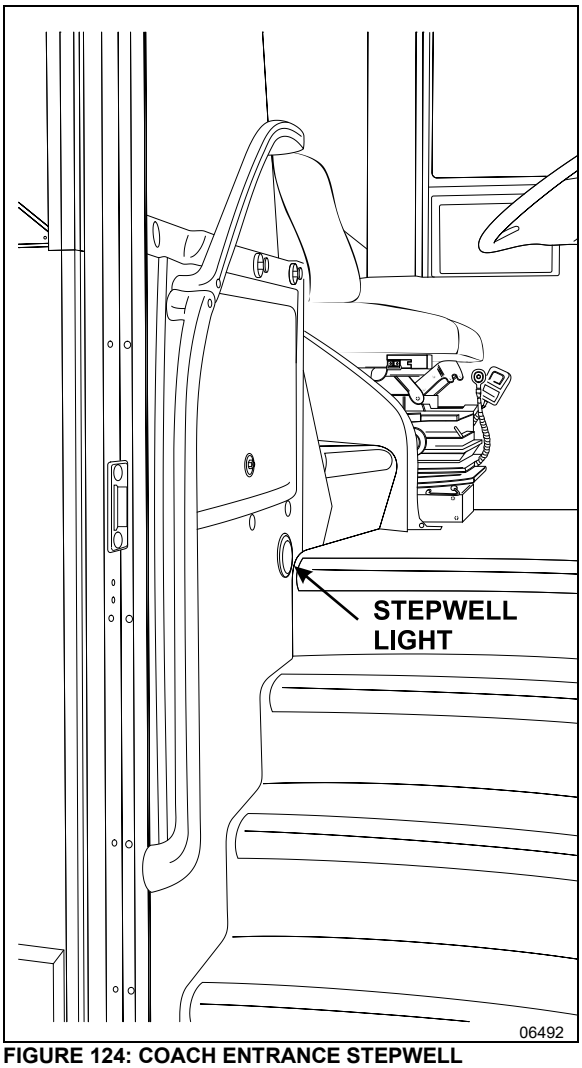

**FIGURE 124: COACH ENTRANCE STEPWELL**
3. To install a new switch, reverse the procedure (Figure 124)